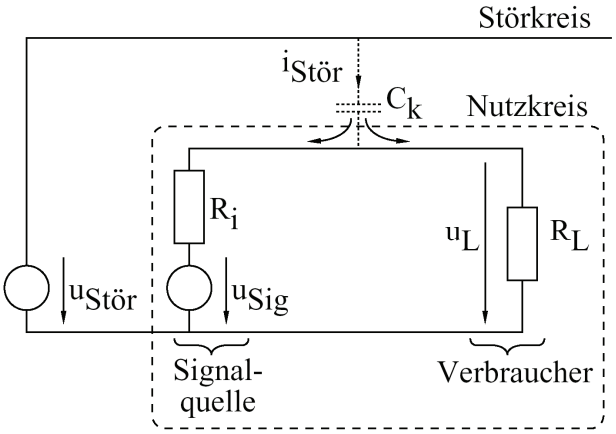

Bild 8: Durch kapazitive Einkopplung gestörter Nutzkreis
Aus Bild 8 ist der kapazitive Koppelmechanismus ersichtlich. Der Nutzkreis ist über die parasitäre Koppelkapazität C_k mit dem Störkreis verbunden. Die Spannungsquelle $u_{Stör}$ stellt die Störgrösse dar.
a) Bei kapazitiver Kopplung ist der Störspannungsanteil abhängig von den Widerständen im Nutzkreis. Bei der in Bild 8 dargestellten allgemeinen Anordnung eines kapazitiv beeinflussten Nutzkreises beträgt der Störanteil an der Ausgangsspannung: